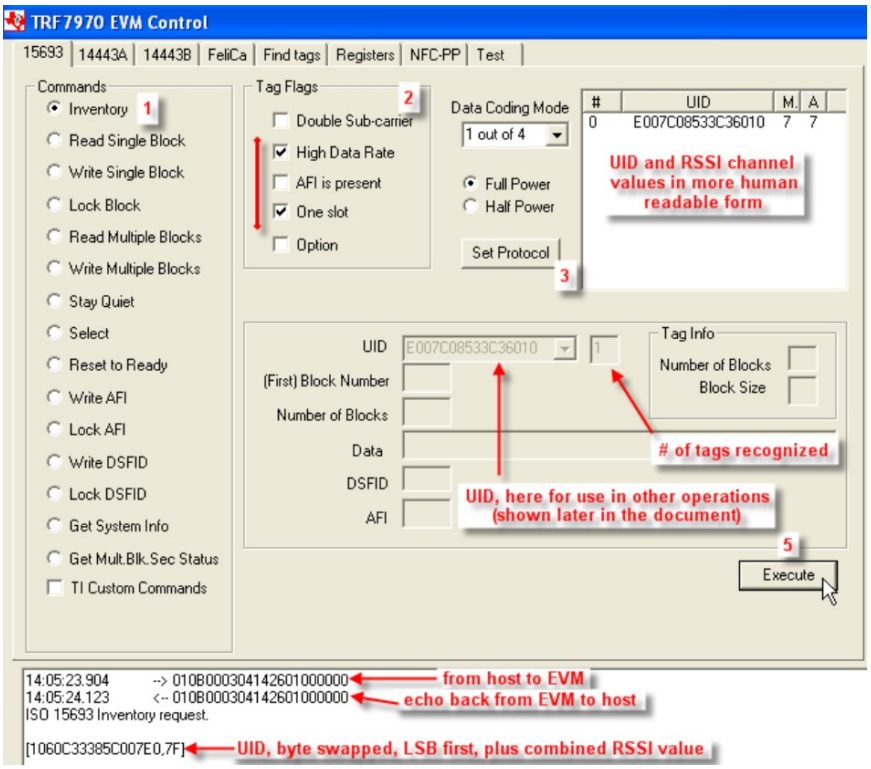
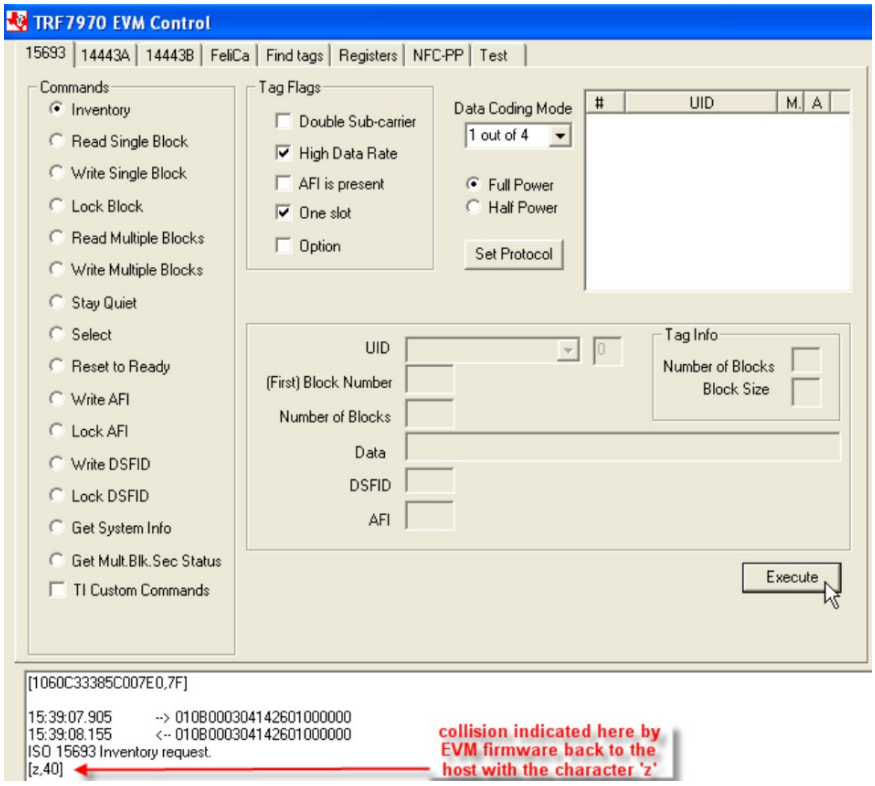

Figure 3. Single Slot Inventory Command (One Tag in Field)
Figure 4. Single Slot Inventory Command (Two Tags in Field/Collision)
2. Select Tag Flags accordingly (see Figure 3 for one example).
See Figure 3 and Figure 4 for example results of one tag in field and a collision between two tags, respectively.